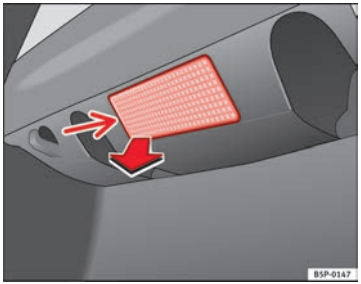

Fig. 157 Luggage compartment light
– Extract the tulip shaped fitting by pressing on the inside edge of this -arrow- using the flat side of a screwdriver ⇒ fig. 157.